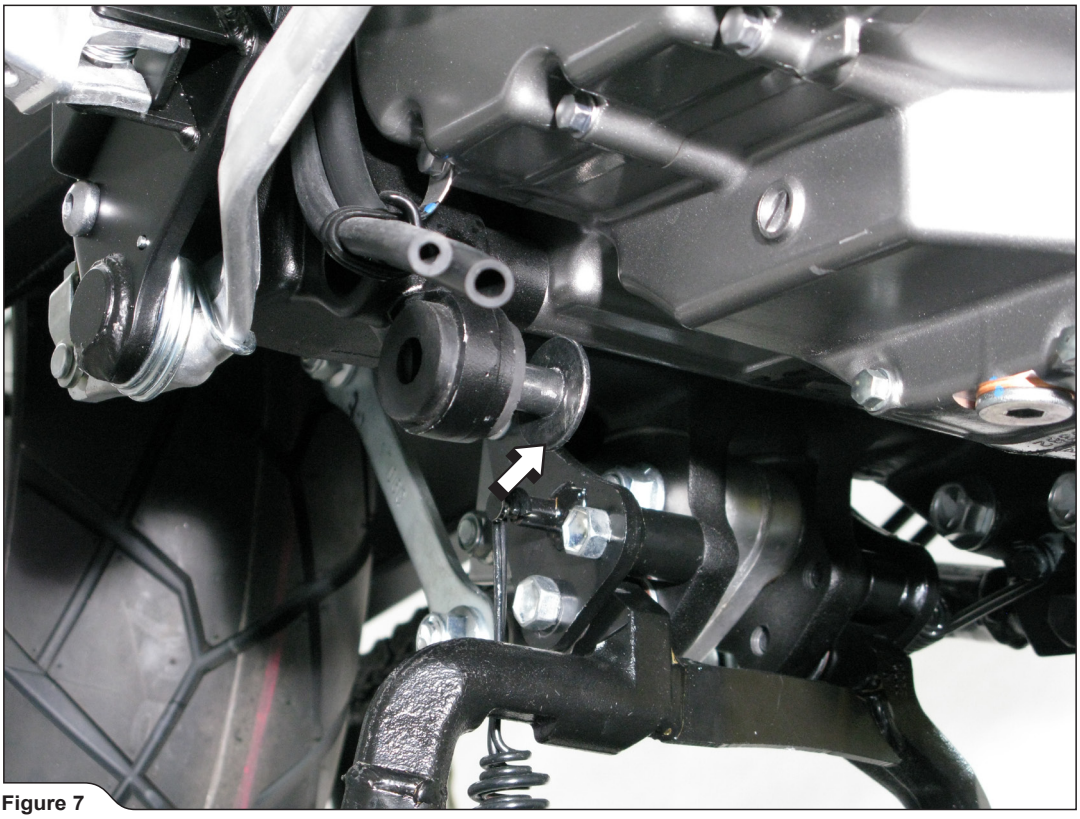

Figure 7
8. Remove marked metal collar from the frame collector's bracket **(Figure 7).**